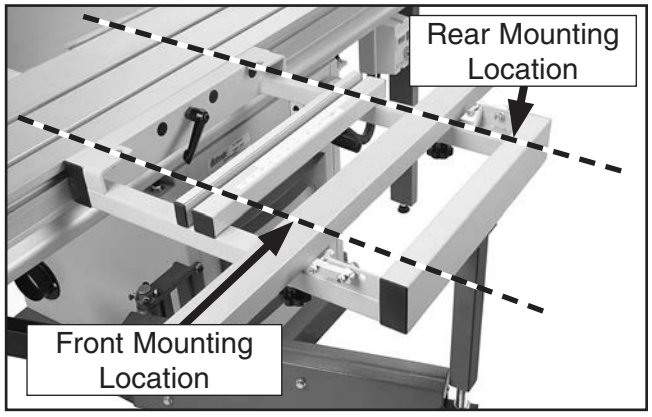

Figure 117. Crosscut fence mounting locations.
1. Install crosscut fence in front mounting location shown in **Figure 117**.
4. Load workpiece onto table saw in rear mounting location, shown in **Figure 117**. If necessary, use edge shoe to secure workpiece to sliding table.